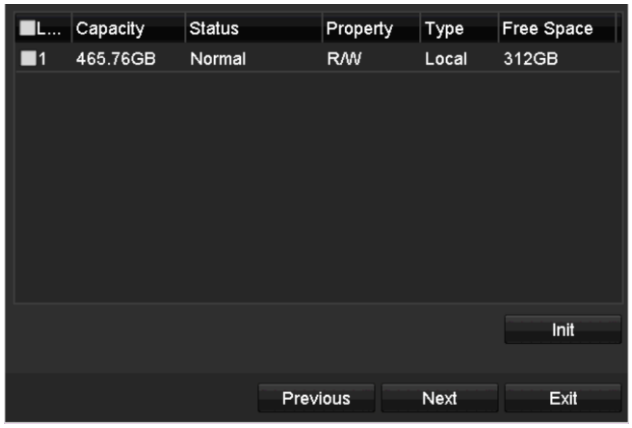

Figure 2-19 HDD Management
Step 7 Click **Next** button to enter the **HDD Management** window, shown in Figure 2-19.